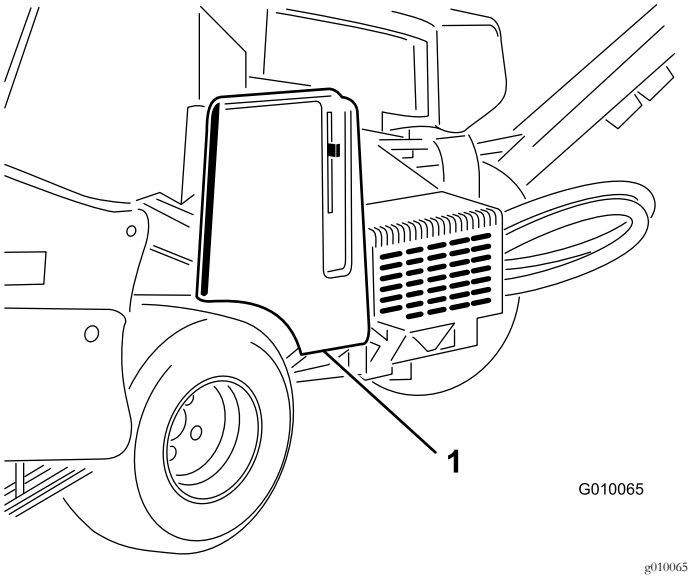

Figuur 55
2. Ontgrendel en verwijder de riemkap (Figuur 55).